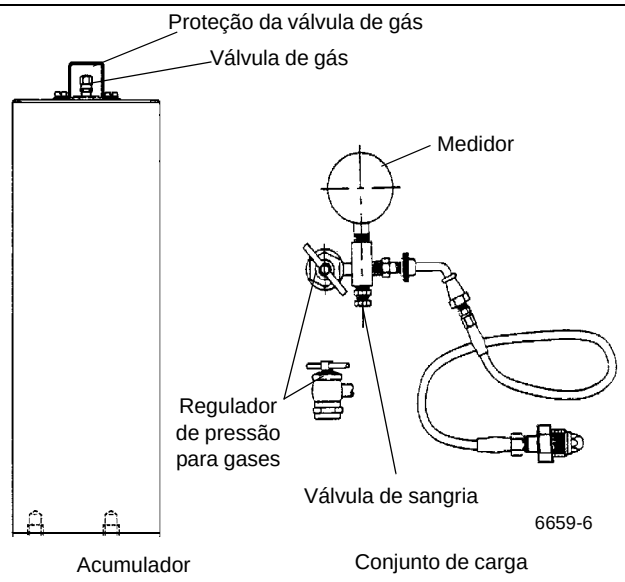

FIGURA 2-11
1. Com o motor desligado, descarte todo o óleo pressurizado armazenado nos acumuladores pressionando o pedal do freio de serviço no piso da cabine diversas vezes. Remova a proteção e a tampa da válvula de gás no acumulador (Figura 2-11).
2. Antes de conectar o conjunto de carga de gás (Figura 2-11) à válvula de gás do acumulador, recue a alavanca em “T” do regulador de pressão para gases totalmente para fora (sentido anti-horário).
6. Se a pressão for 1400 psi +50/–0 (9,7 MPa +0,4/–0), remova o conjunto da válvula de carga girando a alavanca em “T” totalmente para fora no regulador de pressão para gases e abrindo a válvula de sangria (Figura 2-11).
1. Com o motor desligado, descarte todo o óleo armazenado nos acumuladores pressionando diversas vezes o pedal do freio de serviço. Remova a proteção e a tampa da válvula de gás no acumulador (Figura 2-11).
3. Antes de conectar o conjunto de carga (Figura 2-11) à válvula de gás do acumulador, gire a alavanca em “T” do regulador de pressão para gases totalmente para fora (sentido anti-horário).
7. Se a pré-carga estiver acima de 1400 psi +50/–0 (9,7 MPa +0,4/–0), feche a válvula do cilindro de nitrogênio e abra lentamente a válvula de sangria no conjunto de carga (Figura 2-11) até que a pressão da pré-carga esteja correta.